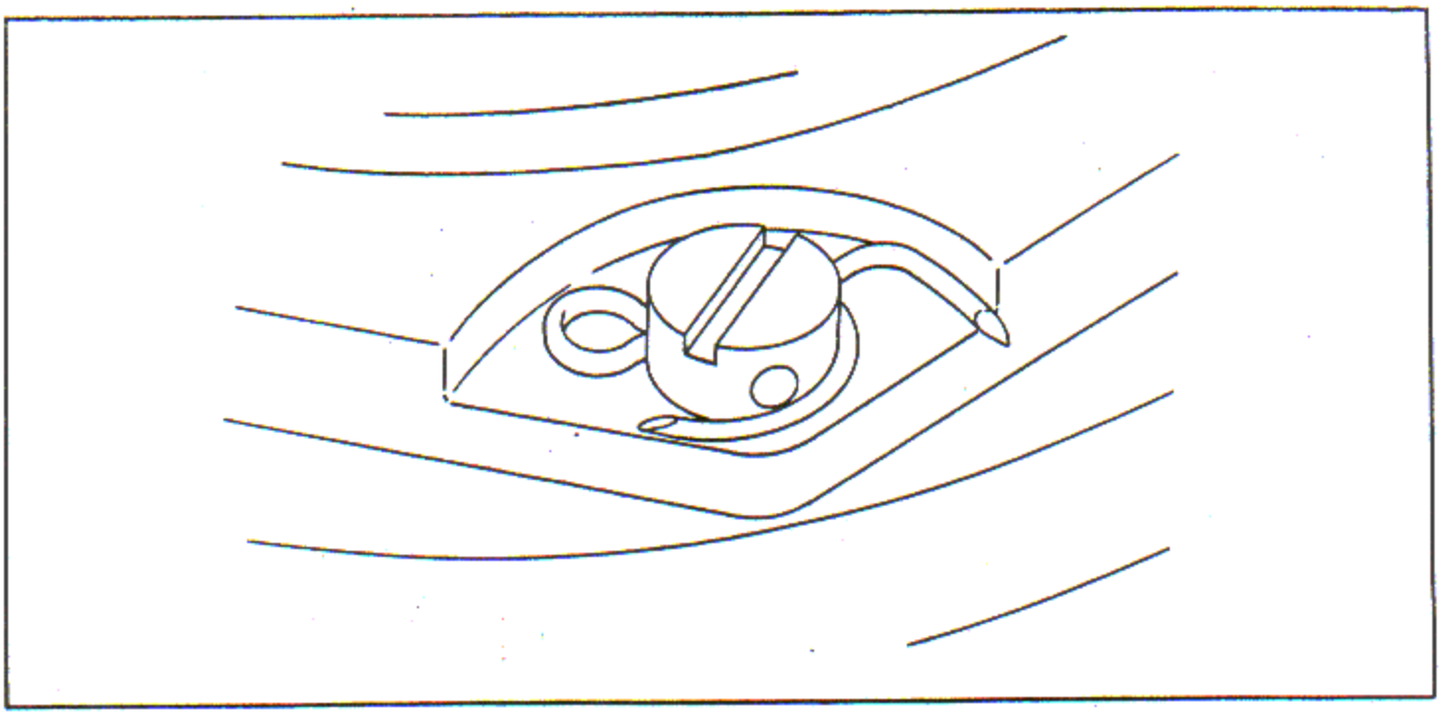

Figure 8-5. Reduction Driving Gear Lock Nut Screw Cotter Pin
d. Install the reduction driving gear lock nut screw and torque to 10 - 12 inch-pounds. Secure the screw with a cotter pin See figure 8-5.